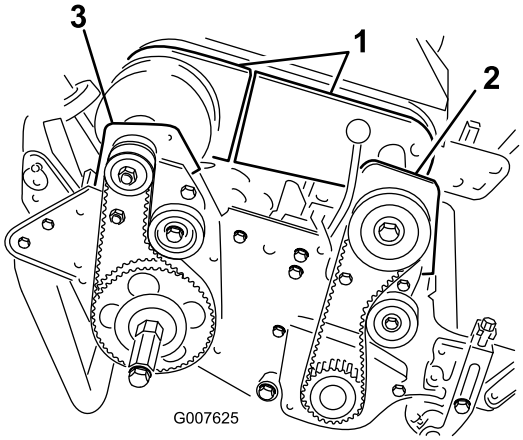

**Figuur 42**
4. Verwijder de bouten waarmee het voorste en het achterste deel van de differentieelkap zijn bevestigd aan de differentieelbehuizing en schuif beide delen weg zodat u bij de riem kunt komen (Figuur 42).
6. Verwijder de 2 tapbouten en borgmoeren waarmee de behuizing van de voorste koppeling is bevestigd aan de zijplaat (Figuur 42).
8. Verwijder de 2 bouten en borgmoeren waarmee de lagerbehuizing rechtsachter is bevestigd aan de zijplaat (Figuur 42).